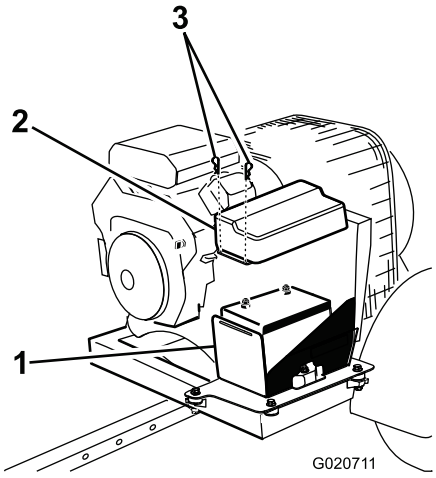

Rysunek 4
1. Zdejmij zaczepy mocujące pokrywę akumulatora do obudowy akumulatora (Rysunek 4). Zdejmij pokrywę z obudowy.